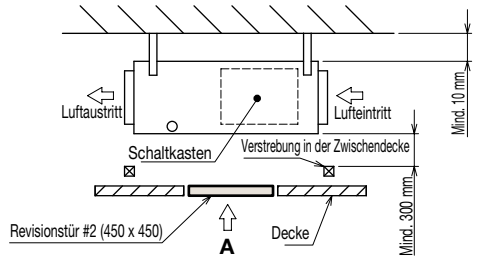
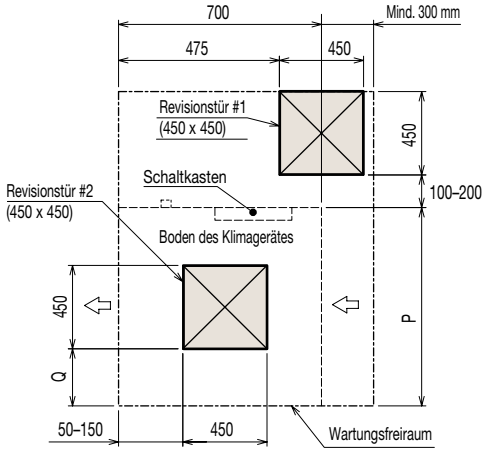

Abb. 1
Abb. 2 (Ansicht aus Richtung Pfeil **A**)
(1) Bei mindestens 300 mm Abstand zwischen Kanalgerätunterkante und der Oberkante Zwischendecke (Abb. 1) sehen Sie zwei Revisionsöffnungen #1 und #2 (jeweils 450 x 450 mm), wie in Abb. 2 gezeigt, vor. Wenn der Platz unterhalb des Gerätes ausreichend ist, dass eine Service-Person dort bequem arbeiten kann, ist die Revisionsöffnung #2 nicht unbedingt erforderlich.